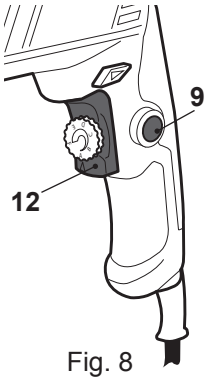

Fig. 8
> Ligue o produto pressionando o interruptor Ligar/Desligar (12) (Fig. 8).
> Desligue o produto soltando o interruptor Ligar/Desligar (12) (Fig. 8).
> Ligue o produto e mantenha o interruptor Ligar/Desligar (12) pressionado (Fig. 8).
> Pressione o botão de bloqueio (9) para bloquear o interruptor Ligar/Desligar (12) (Fig. 8).